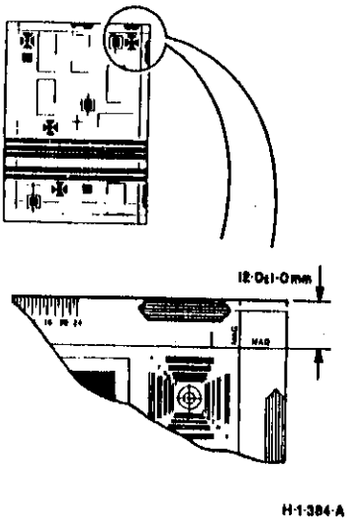

Рисунок 1. Технические требования к регистрации верхней кромки
2. Аккуратно положите тест-лист 82E2010 на стекло оригинала. Изготовьте восемь копий при подаче бумаги из соответствующего лотка. Две первые копии не используйте. Убедитесь, что остальные шесть копий соответствуют техническим требованиям (см. рисунок 1).